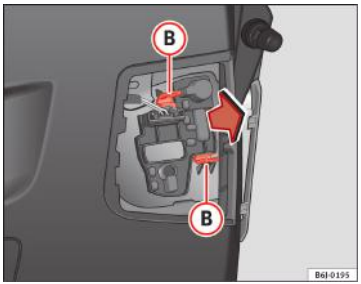

Fig. 172 Demontarea suportului becului
– Scoateți soclul becului apăsând pe clema de prindere (B) ⇒ fig. 172 şi trăgând în afară.